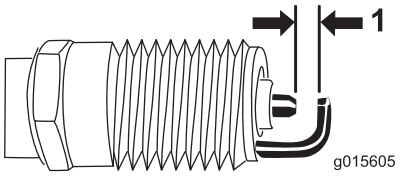

Bild 27
5. Stellen Sie den Elektrodenabstand auf 0,76 mm ein (Bild 27).